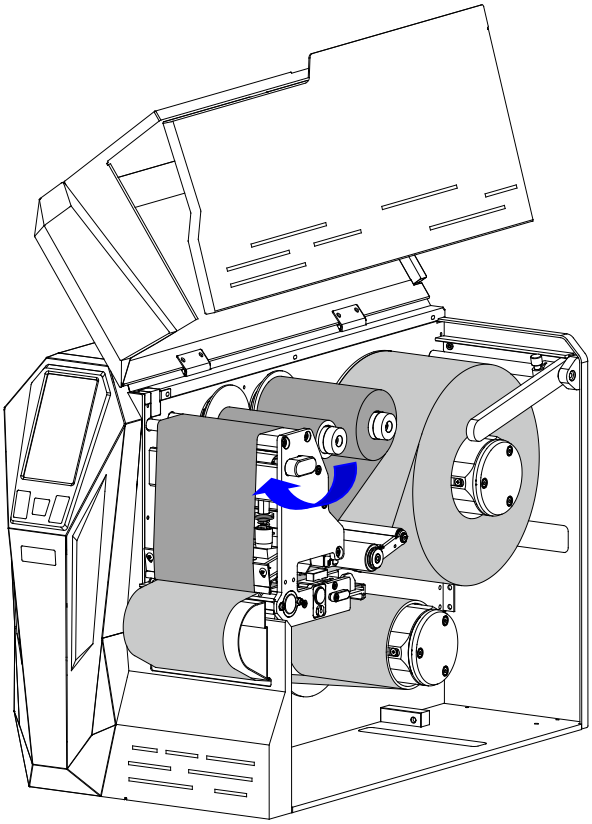

Figure 2-39 Lock the Printhead
10. Turn the Printhead Handle clockwise to lock the Printhead in place, as shown in Figure 2-39.
3. On the "Connect Printer" screen, select "Network (Ethernet or WiFi)", and then click "Next", as shown in Figure 2-39.